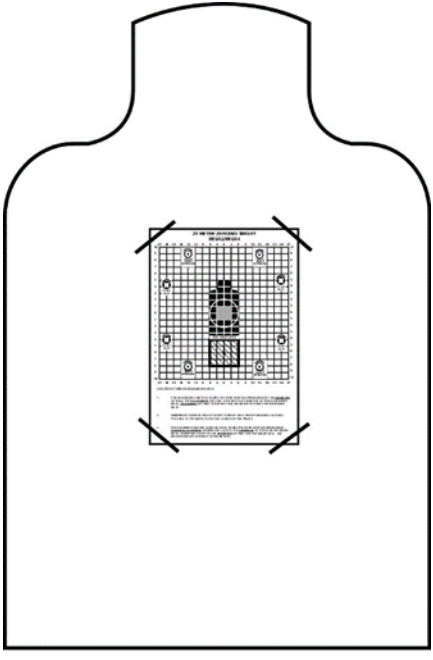

Figure 3. E-Type Silhouette with Prepared 25-Meter Zeroing Target.
2. Affix the prepared M16A2/M16A4 25-meter zeroing target to standard E-type thermal blanket (Figure 3 and WP 0017) by only attaching the corners of the target to allow airflow behind the target.
1. Place modified 25-meter zeroing target, mounted on E-type silhouette with thermal blanket, at a range of 25 meters (Figure 3).